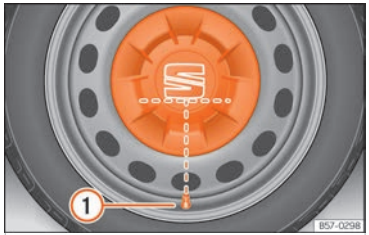

Fig. 223 Col·locació correcta de l'embellidor central de roda per a llandes d'acer.
- Col·loqueu sobre la llanda l'embellidor central de roda. La part inferior de la sigla "S" de l'emblema de SEAT ha de coincidir amb la vàlvula Schrader ››› fig. 223 1.